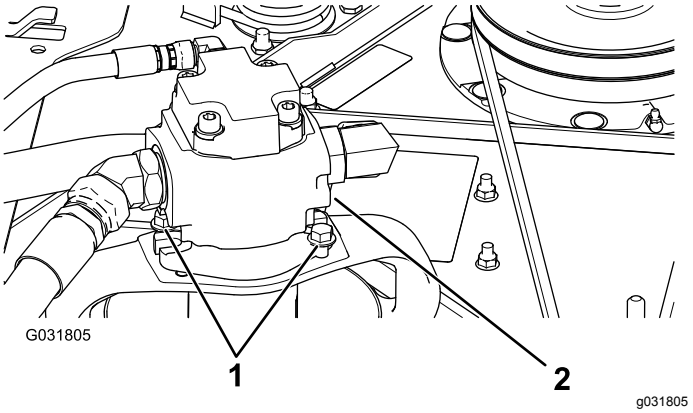

Bild 122
5. Entfernen Sie die Schrauben, mit denen der Hydraulikmotor am Mähwerk befestigt ist (Bild 122).
3. Entfernen Sie die Schrauben, mit denen der Hydraulikmotor am Mähwerk befestigt ist (Bild 122).